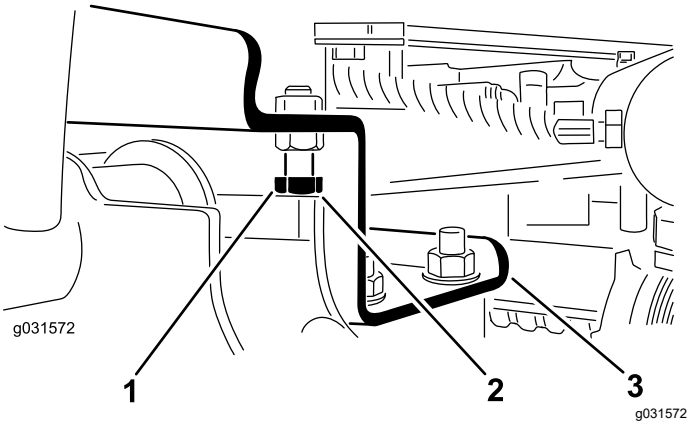

Figur 12
A. Flytta stoppbultarna bakåt (Figur 12).
2. Kontrollera att spelet mellan varje lyftarm och stoppbult är 0,13–1,02 mm (se Figur 12).